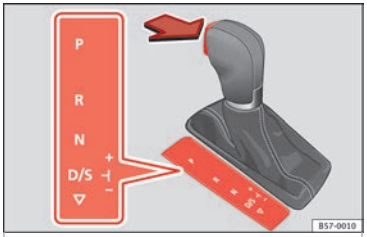

Fig. 180 Selector lever lock.
– Press the brake pedal *and*, at the same time, hold the lock button in the direction of the arrow ››› **Fig. 180**.